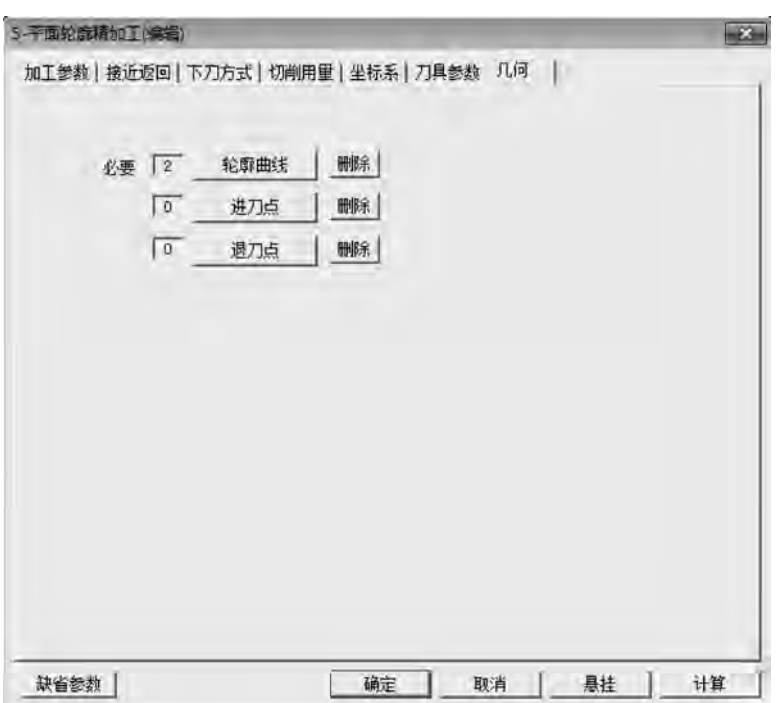

图 5-72 “几何”选项卡
(3)“几何”选项卡设置如图 5-72 所示,注意在选择曲线时搜索方向外边界顺时针、内边界逆时针,否则刀具补偿错误。